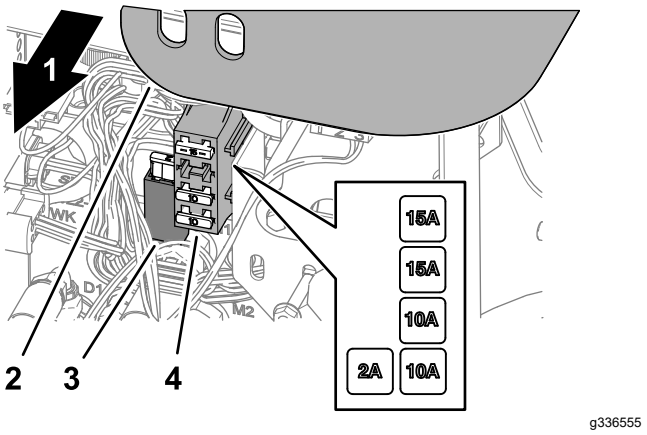

Figur 75
1. Lyft upp kåpan från reglagearmen (Figur 75).
2. Leta reda på den öppna säkringen i säkringshållaren eller säkringsblocket (Figur 75).
4. Montera kåpan på reglagearmen (Figur 75).